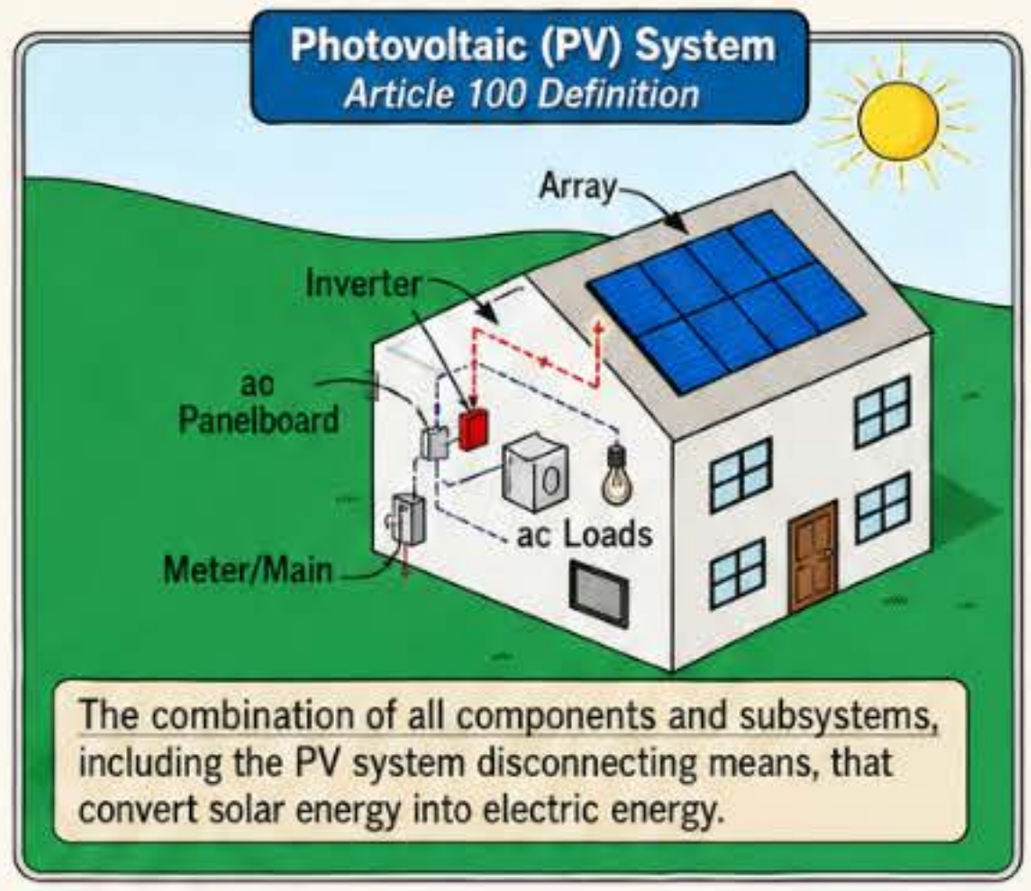

Figure 100-123
Photovoltaic (PV) System. The combination of all components and subsystems, including the PV system disconnecting means, that convert solar energy into electric energy for utilization loads. • **Figure 100-123**